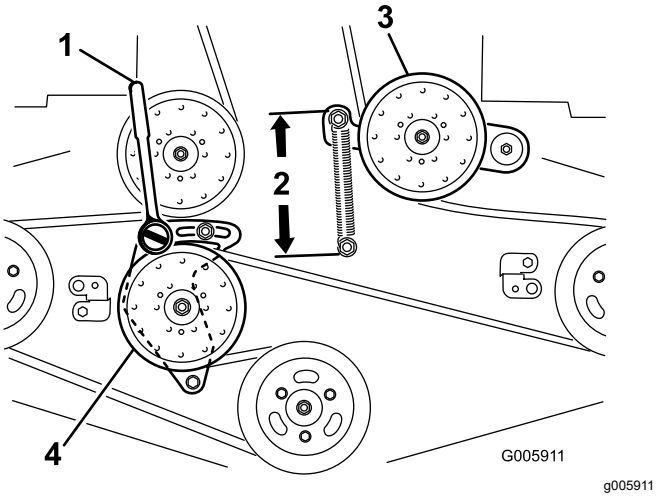

Rysunek 85
6. Poluzuj nieruchome ramię jałowego koła pasowego i wyreguluj je, aby uwolnić naprężenie paska (Rysunek 85).
9. Włóż klucz grzechotkowy z krótką przedłużką lub pokrętło do kluczy nasadowych w kwadratowy otwór w nieruchomym ramieniu jałowego koła pasowego (Rysunek 85).
11. Aby zwiększyć naprężenie paska, przekręć klucz grzechotkowy lub pokrętło w lewo, przesuwając ramię nieruchomego jałowego koła pasowego do momentu, aż odległość między hakami sprężyny wyniesie 16,5 cm (Rysunek 85).